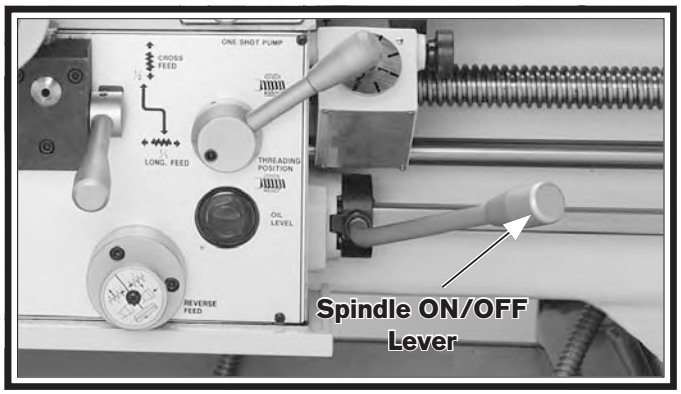

Figure 22. Spindle ON/OFF lever-setup.
11. Move the spindle ON/OFF lever to the ***OFF*** (center) position, as shown in **Figure 22**.